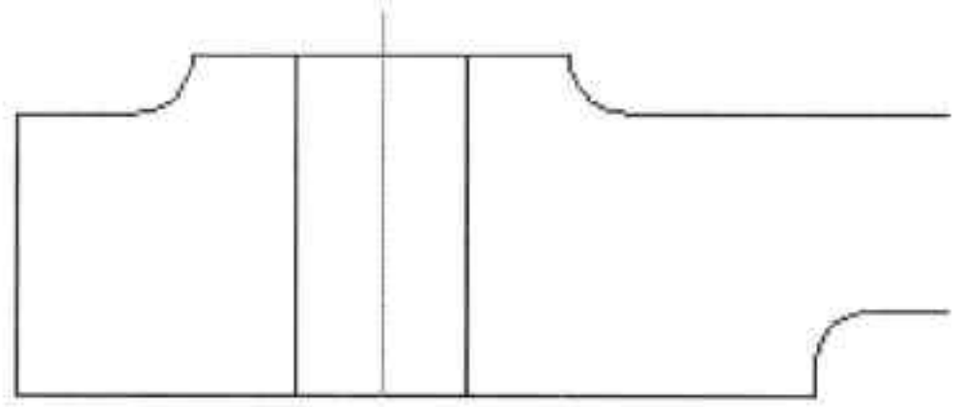

图21-71 添加圆角效果
Step 30 执行“圆角”命令，对其他线段进行圆角操作，如图 21-71 所示。